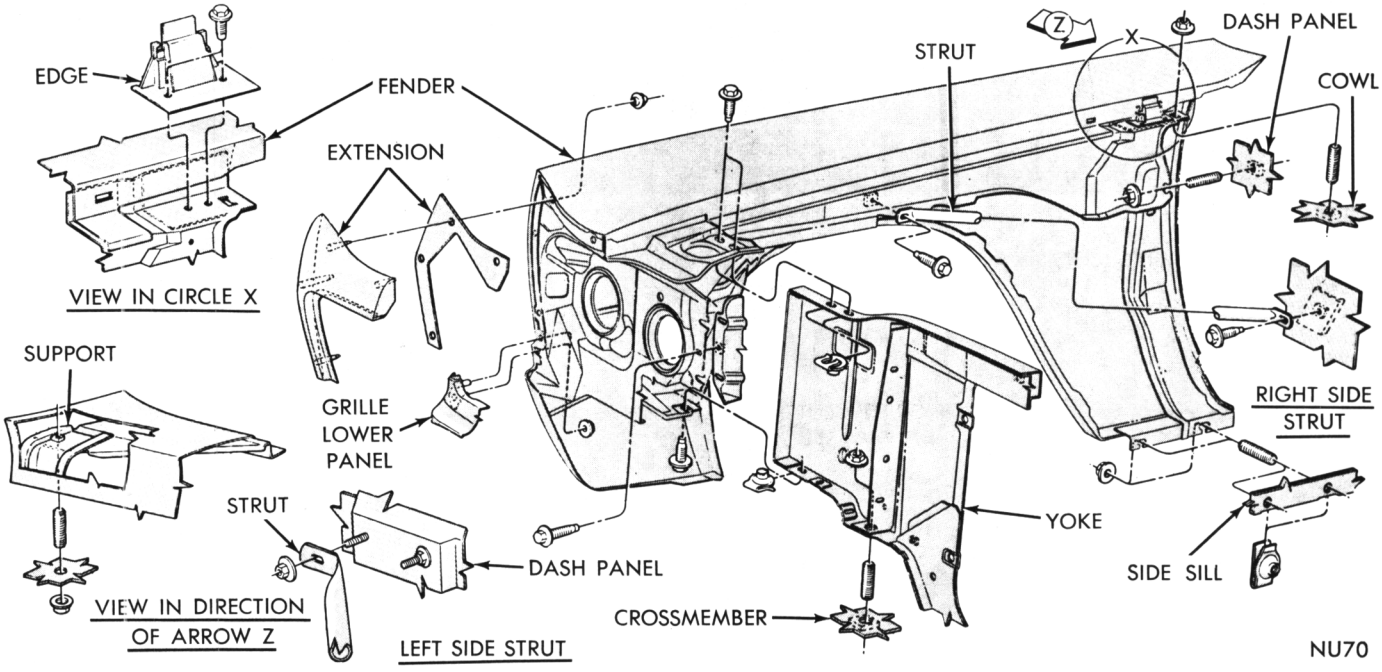

Fig. 6—Fender Attachment
(1) Disconnect battery ground strap.
(2) Tape leading edge of front door and cowl to fender area to avoid damaging paint.
(3) Remove front bumper assembly.
(4) Disconnect head lamp wires and remove grille extension to fender nuts.
(5) Remove fender to cowl, floor sill, wheelhouse and radiator yoke nuts and screws (Fig. 6).
(6) Remove fender assembly and if necessary, mouldings, ornamentation and headlamp assemblies.